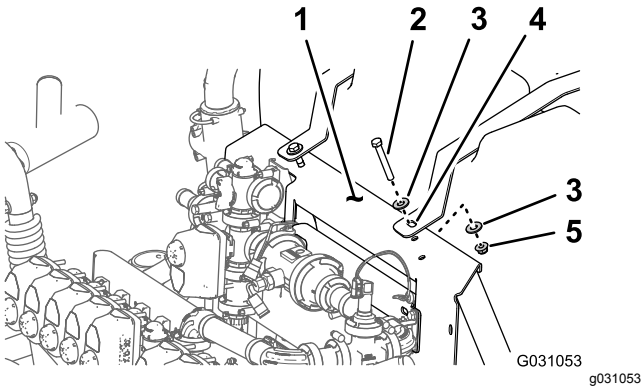

Figur 102
A. Rikta in hålet i sköljtankens rem med hålet i grenrörsfästet (Figur 102).
B. Montera remmen på fästet (Figur 102) med de två skruvarna (3/8 x 2 3/4 tum), fyra brickorna (3/8 tum) och två flänslåsmuttrarna (3/8 tum) som du tog bort i steg 5C i Förbereda spruttanken och sköljtanken (tillval) (sida 6).
C. Dra åt skruven och låsmuttern för hand (Figur 102).